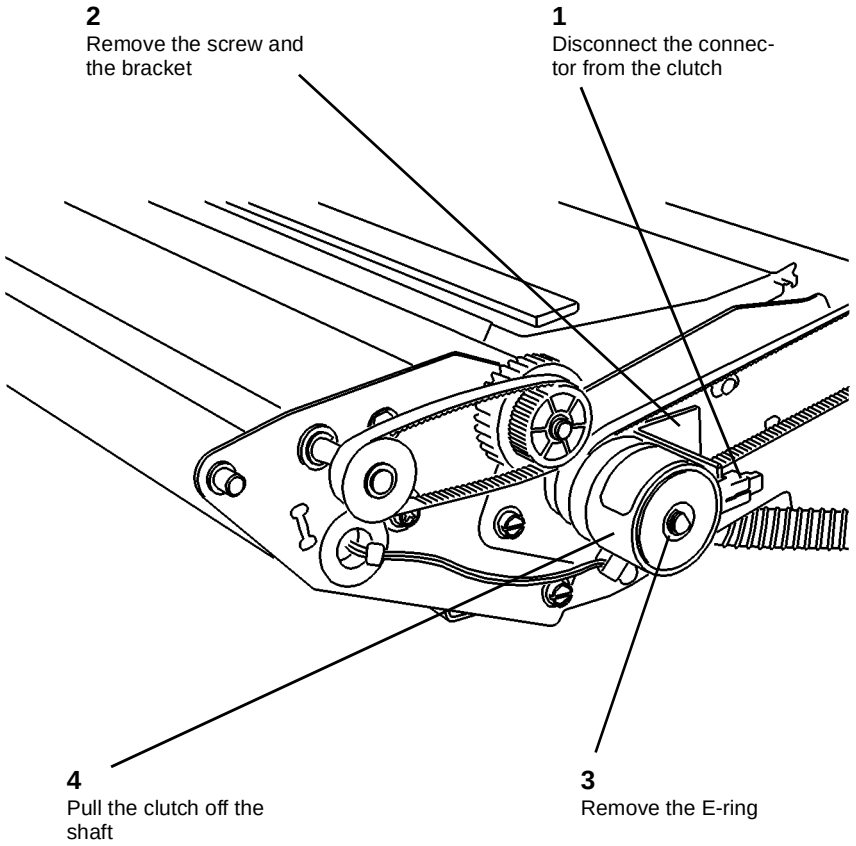

**Figure 1 Removing the Cut Sheet Media Feed Clutch**
3. (Figure 1): Remove the Cut Sheet Media Feed Clutch.